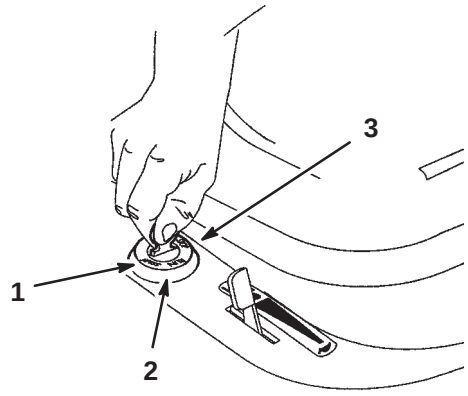

Bild 9
6. Drehen Sie den Zündschlüssel im Uhrzeigersinn und halten ihn auf „Start“ (Bild 9). Lassen Sie den Schlüssel sofort los, wenn der Motor anspringt.
2. Stellen Sie den Zündschlüssel auf „Stopp“ (Bild 9).